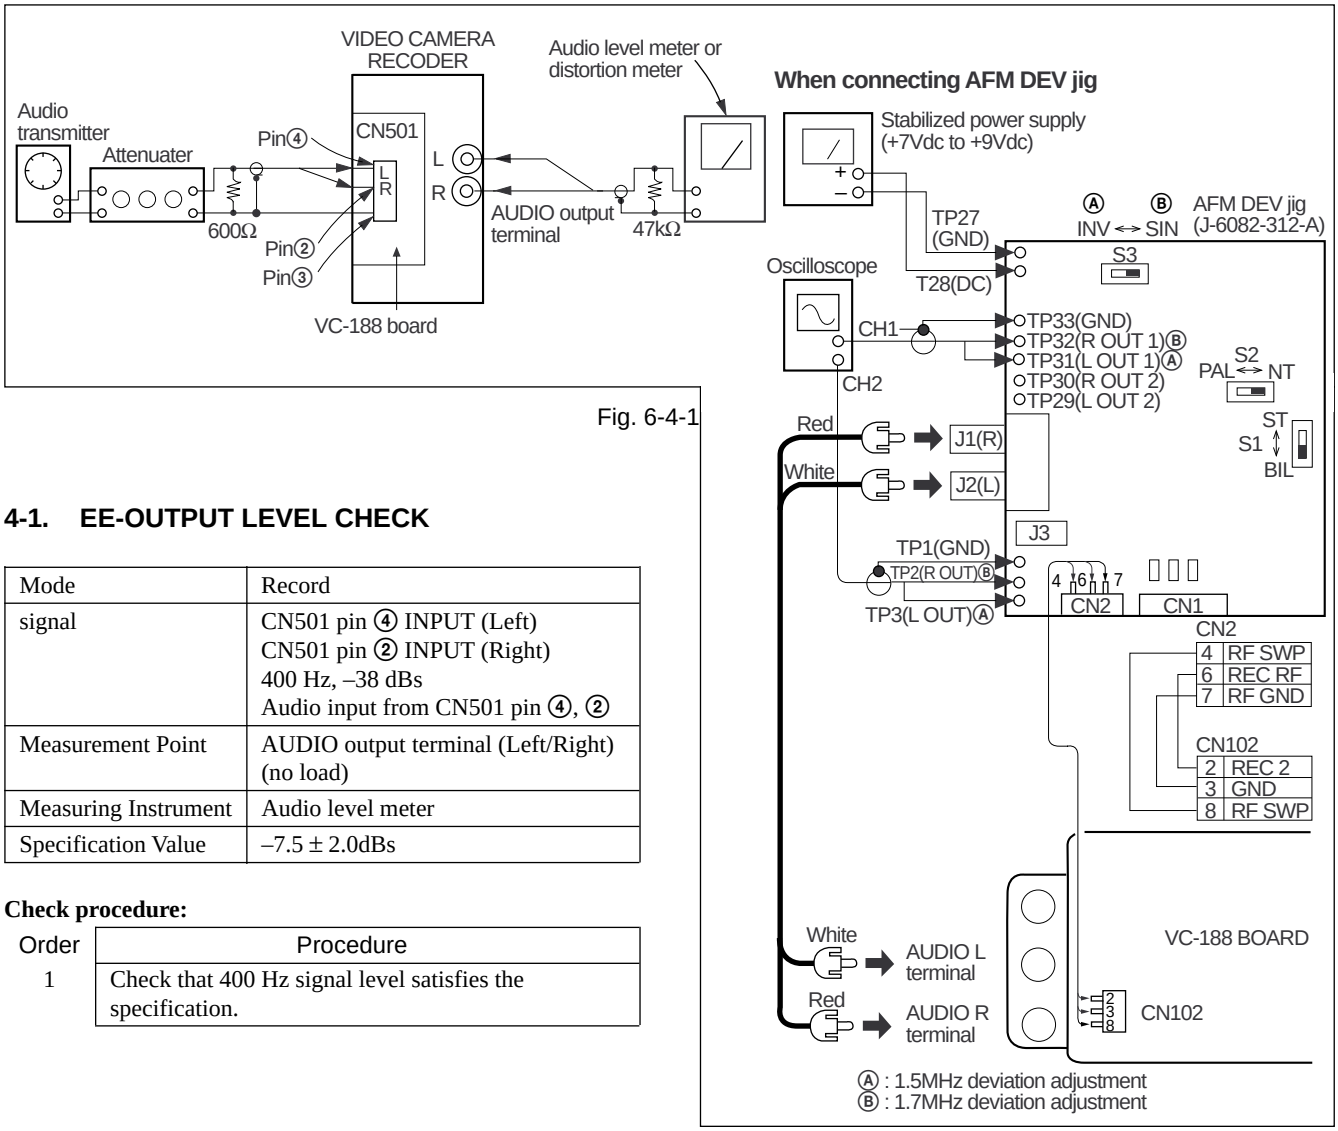

Fig. 6-4-1
- Connect an audio input signal from VC-188 board CN501 as shown in Fig.6-4-1.